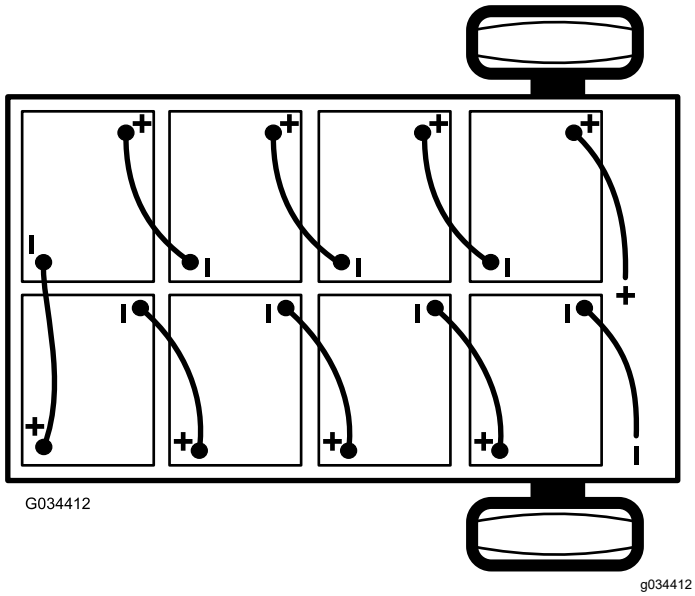

Figura 41
2. Desconecte el cable negativo principal (negro) de las baterías que conecta el banco de baterías a la conexión de tierra de la máquina (Figura 41).
3. Desconecte el cable positivo principal de la batería (rojo) que conecta el banco de baterías al contactor principal de la máquina (Figura 41).
Nota: Preste atención a la polaridad de las baterías al instalar las baterías nuevas (Figura 41).
6. Conecte las baterías entre sí como se muestra en Figura 41 con los cables de interconexión de las baterías que retiró en el paso 1.
2. Conecte el cable positivo principal de las baterías (rojo) entre el banco de baterías y la máquina (Figura 41).
3. Conecte el cable negativo principal de las baterías (negro) entre el banco de baterías y la máquina (Figura 41).